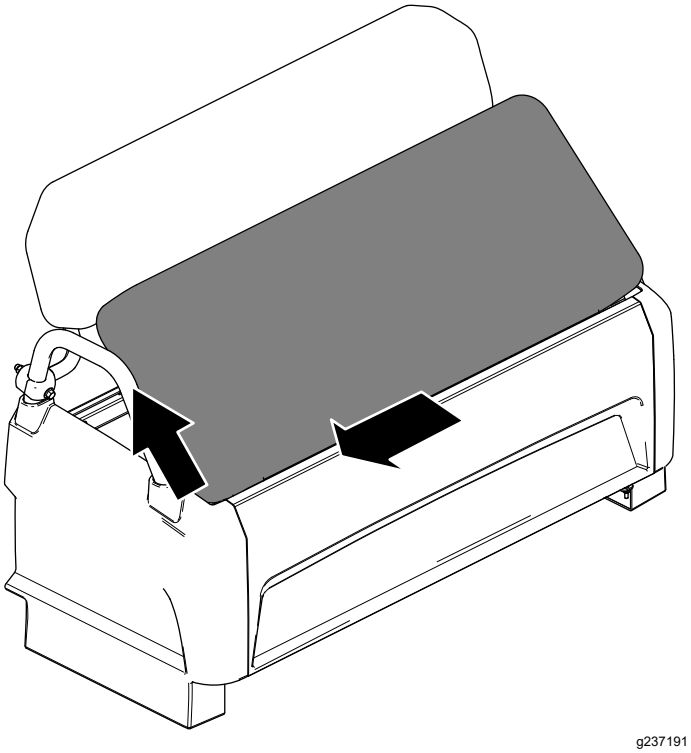

**Figuur 24**
2. Schuif het kussen opzij, uit de pennen, en til het kussen op (Figuur 24).